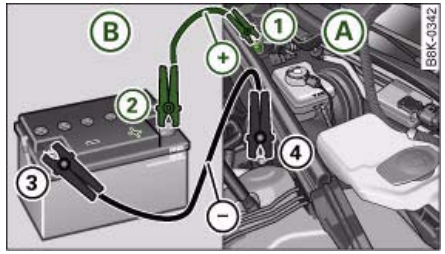

Fig. 279 Jump-starting with the battery of another vehicle: A – Discharged battery, B – Boosting battery
1. Connect one end of the lead to the **jump-start terminal** ⇒ fig. 279 (1) (terminal under red cap = "positive") of the vehicle with the flat battery (A).
2. Connect the other end of the positive lead to the positive terminal (2) of the boosting battery (B).